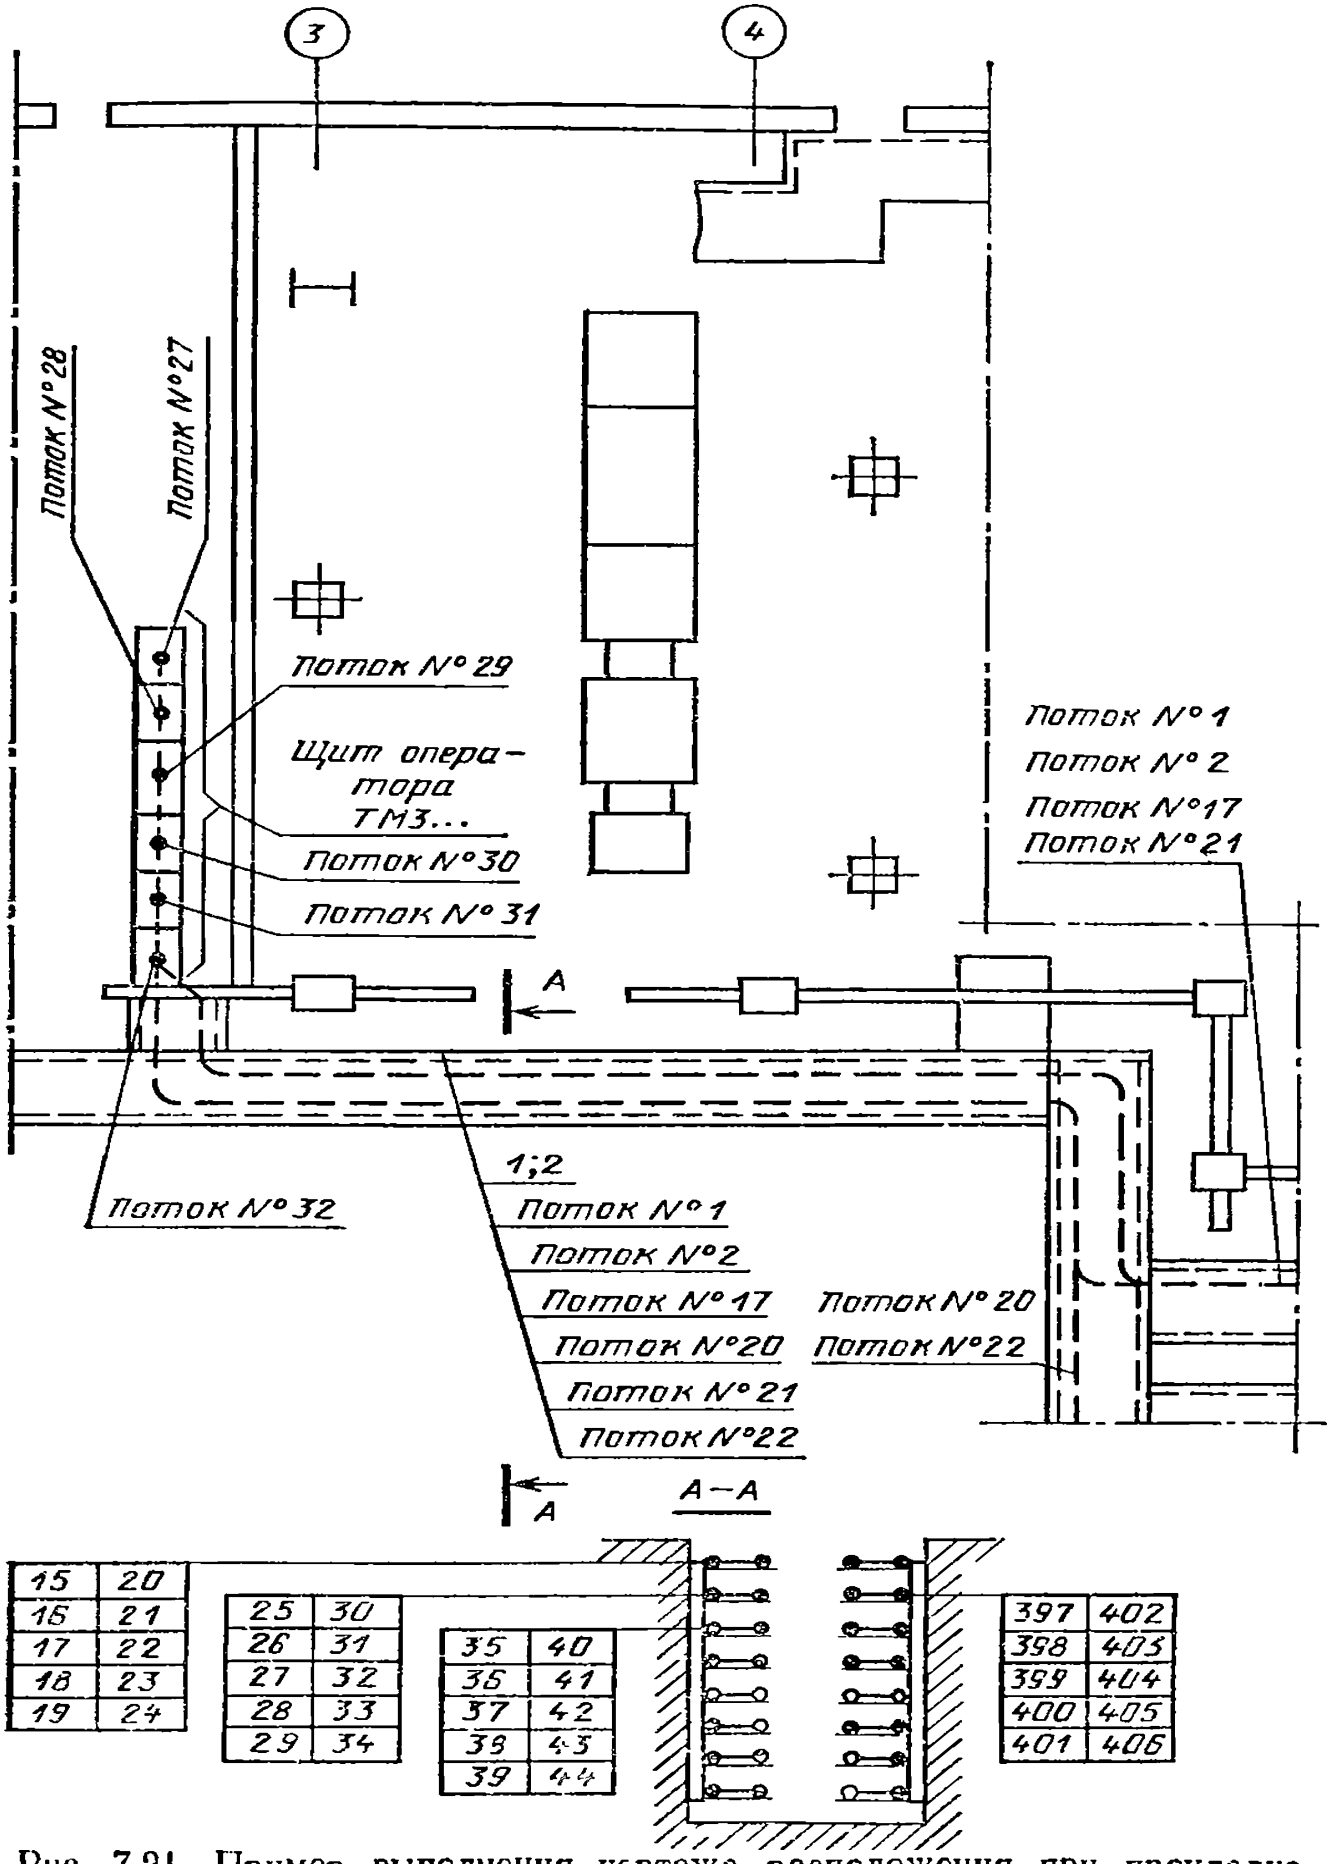

Рис. 7.21. Пример выполнения чертежа расположения при прокладке внешних проводок в кабельных каналах на металлоконструкциях
7.15. Куда идут проводки потока *27* от щита оператора на рис. 7.21?